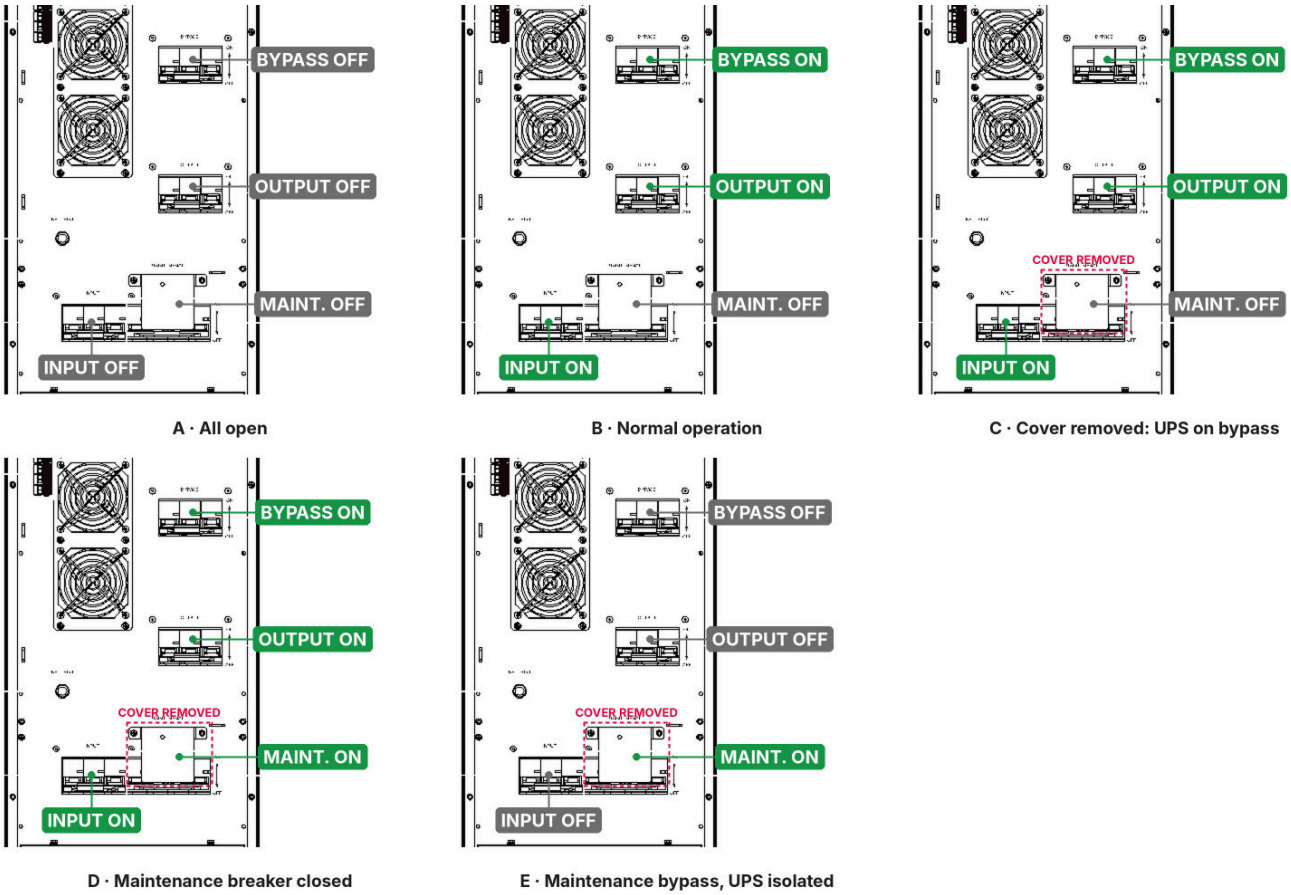

FIGURE 6-1 Breaker states A to E used in the procedures — green ON, gray OFF
The four breakers are on the rear panel (Figure 2-4): **INPUT**, **BYPASS**, **OUTPUT** and **MAINTENANCE** (under its cover). The procedures of this chapter refer to the states of Figure 6-1. The external battery cabinet has its own DC breaker; the internal battery modules connect through their plug-ins.
1. Check that all breakers are open (Figure 6-1, state A).
2. Close the upstream utility and bypass breakers, then the **INPUT**, **BYPASS** and **OUTPUT** breakers on the rear panel (Figure 6-1, state B). Close the DC breaker of the external battery cabinet, if any. You see: the touchscreen lights; after initialization the bypass feeds the output (Figure 5-5).
3. Open the external battery breaker, if any, then the **INPUT**, **BYPASS** and **OUTPUT** breakers (Figure 6-1, state A), and the upstream breakers.
1. Check that the UPS is in normal mode (Figure 6-1, state B) and that the bypass is normal (bypass icon not red).
2. Remove the cover of the **MAINTENANCE** breaker (Figure 2-4, item 11). The door switch opens: the UPS turns its inverter off and transfers the load to bypass (Figure 6-1, state C). You see: the power path runs through the bypass (Figure 5-5).
3. Close the **MAINTENANCE** breaker (Figure 6-1, state D). You see: the touchscreen shows the maintenance-bypass output (Figure 5-7).
4. Open the **INPUT**, **BYPASS** and **OUTPUT** breakers (Figure 6-1, state E). Open the external battery breaker and unplug the battery plug-ins. The load is now fed through the maintenance bypass; the UPS input and output are disconnected and the UPS can be serviced.
2. Close the **INPUT**, **BYPASS** and **OUTPUT** breakers, in that order (Figure 6-1, state D).
3. When the UPS is powered and the touchscreen shows the bypass output voltage, open the **MAINTENANCE** breaker (Figure 6-1, state C).
4. Refit the cover of the **MAINTENANCE** breaker (Figure 6-1, state B).